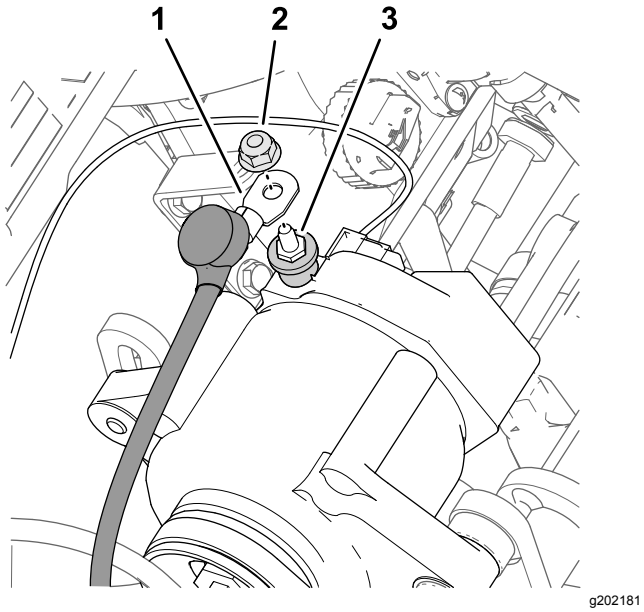

Figuur 186
3. Verwijder de moer van de pool (Figuur 186) van de wisselstroomdynamo (50 A).
4. Koppel de rode draad (2,3 mm dik) van de wisselstroomdynamo aan op de pool van de wisselstroomdynamo (50 A); gebruik hierbij de moer (Figuur 186).
7. Schuif het isolatorkapje over de pool van de wisselstroomdynamo (Figuur 186).